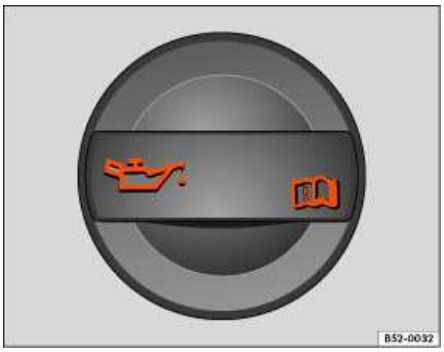

Fig. 153 In the engine compartment: Engine oil filler cap.
4. Find the oil filler opening and the dipstick. You can identify these by the e symbol on the engine oil filler cap ⇒fig. 153 and the colored handle on the dipstick. If you are not sure where the cap and the dipstick are located, see your authorized Volkswagen dealer or authorized Volkswagen Service Facility for assistance.
9. Remove the cap on the engine oil filler opening ⇒ fig. 153.